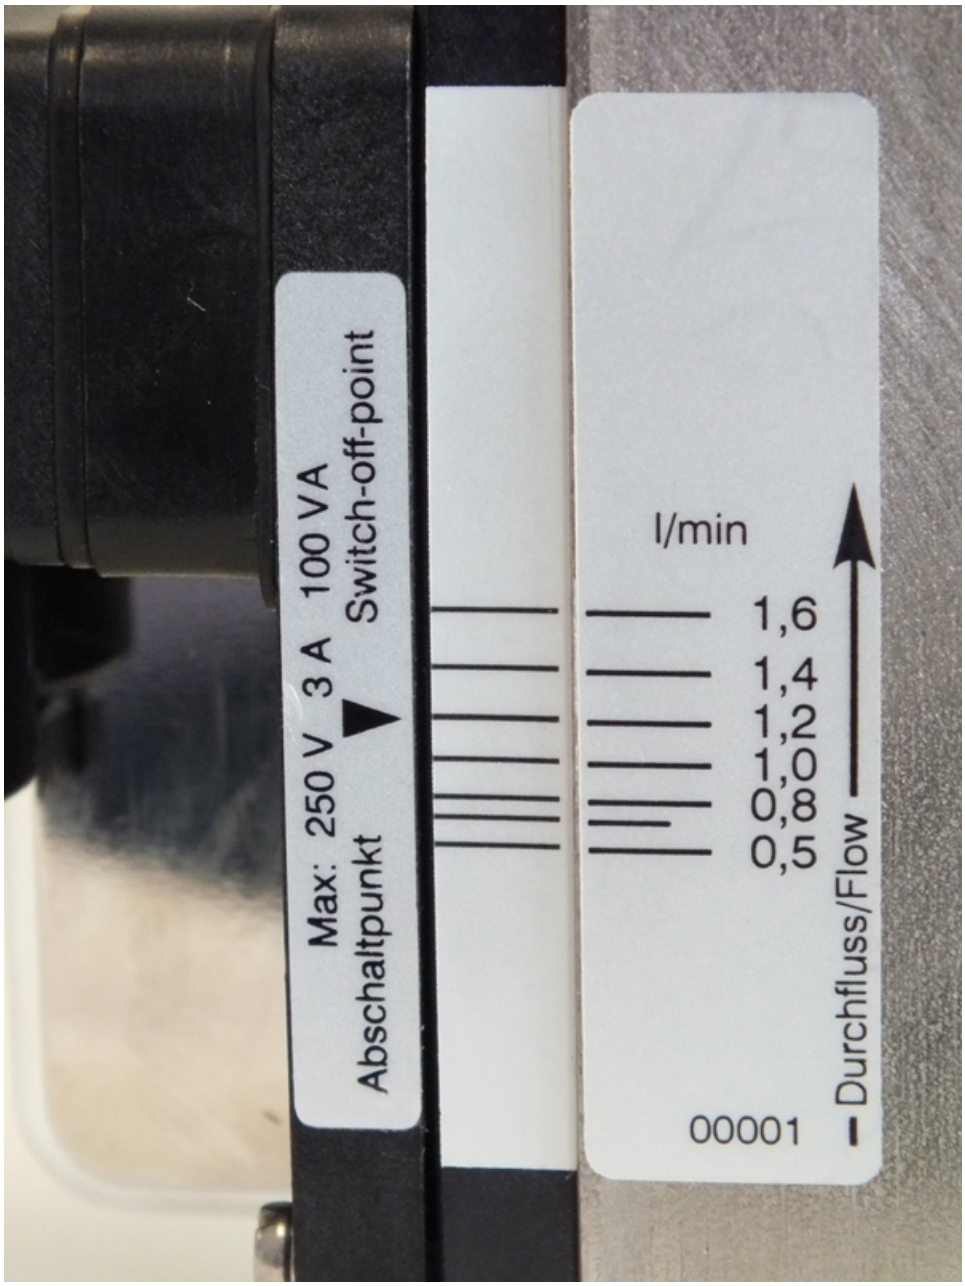

Fig. 39: Reading-off the flow value
1. Make sure that the setting arrow, the scale mark on the positioning aid label (adhesive label on the guide rail) and the appropriate scale mark on the device body are in alignment. (*Fig. 39*).